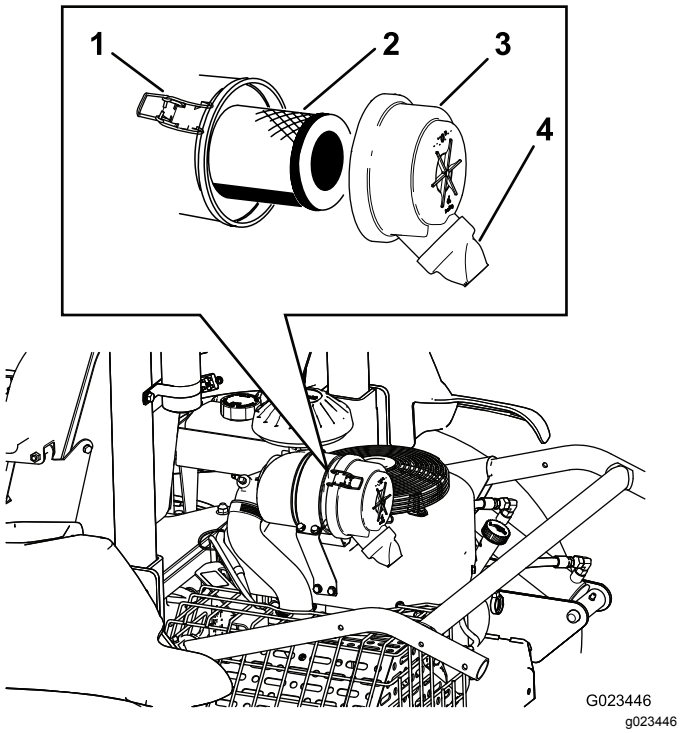

Figur 42
2. Åbn låsene, der fastgør luftfilterdækslet til luftfilterhuset (Figur 42).